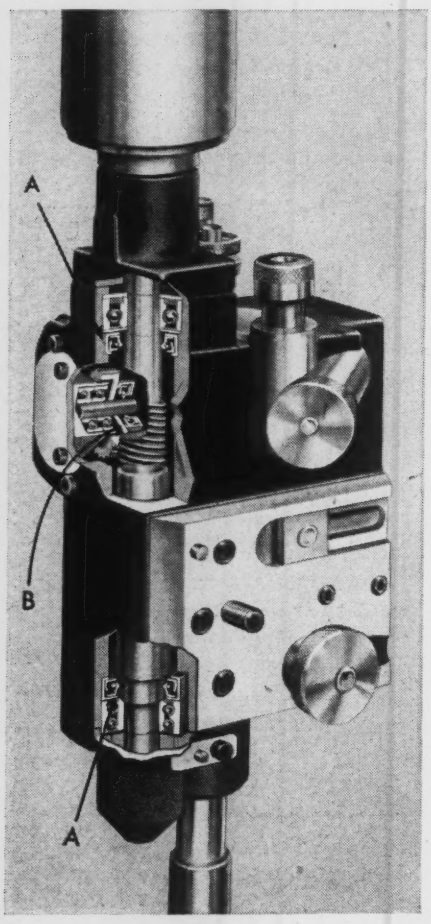
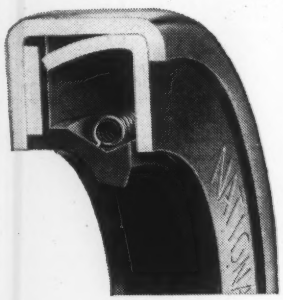

Figure 1
Figure 2
Two unusual shaft sealing problems are present in the rotary valve seat grinder for large gasoline and diesel engines (Fig. 1). Rotary speeds from 300 to 12,000 rpm, shaft whip, reciprocating action and extreme external abrasive conditions require oil seals of unusual dependability.
In the sectional drawing (Fig. 1), the main shaft driving the abrasive wheel rotates at 12,000 rpm. This shaft also engages a secondary worm gear to rotate the entire grinder around the periphery of the valve seat. National 50,000-S Syntech (Fig. 2) seals, spring-loaded, single wipe units are installed just inside the pre-loaded ball
bearings (A) on the main shaft and outside the conventional bearing (B) on the horizontal shaft (in Fig. 1). These seals retain a light lubricating oil in the open double row bearing (B) and the high-speed worm gear. Even though flooding is encountered, zero leakage performance must be achieved to prevent flooding of the grinding wheel. The high speed and angle thrust on this spindle result in shaft whip, which demands flexibility in the oil sealing members. National Syntech* oil seals are ideal for this application, because their inherent flexibility and *carefully* designed flex section provide effective sealing under eccentricities up to .025 indicator reading. The minimum-contact, carefully tensioned sealing lip insures minimum drag and dependable sealing even under continued operation at high speeds.